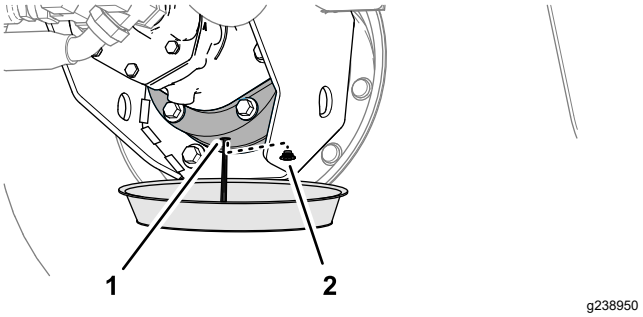

**Figur 95**
6. Placera ett avtappningskärl under bromshuset, ta bort avtappningspluggen och låt allt smörjmedel rinna ned i kärlet (Figur 95).